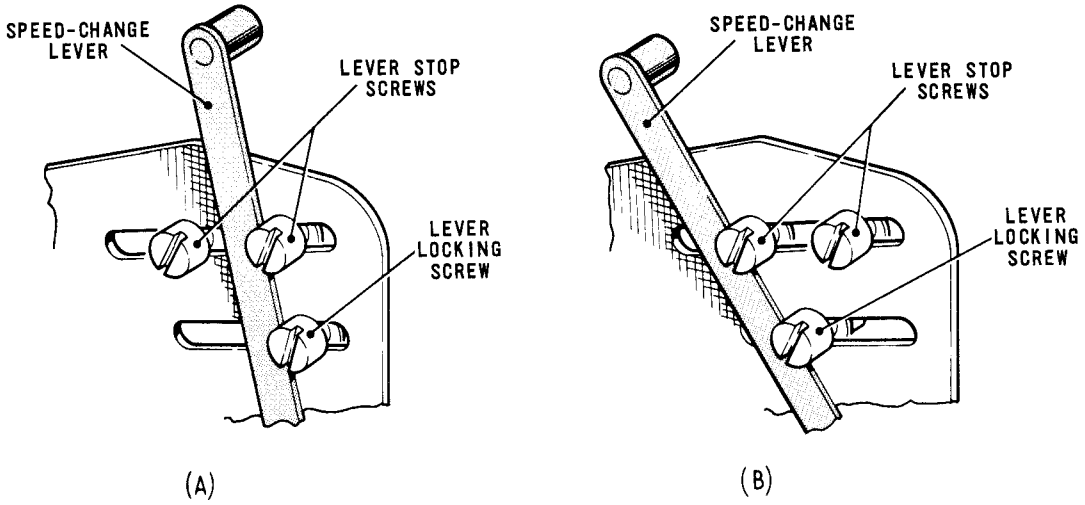

Fig. 4.68 SPEED-CHANGE LEVER POSITIONS
82.21 To adjust, move the speed-change lever, Fig.4.68, towards the front of the machine so that it is freed from its stop screws, and adjust the lever until the condition is satisfied. Secure the lever in its new position with its stop screws.
★ The anchor of the lag weight spring is on the tail of the speed-change lever, Fig.4.68. On dual-speed machines the lag weight transit timing, and thus the length of the Stop signal, should be set to suit the required speed of operation by positioning the speed-change lever against one of its two stop screws. The positions of the stop screws are set in the factory and will not normally require attention. If, however, a new lag weight spring is fitted at any time it may be necessary to reposition the stop screws by carrying out the following procedure.
(a) For 45/50 baud operation, as shown in Fig.4.68(a).
(b) For 75 baud operation, as shown in Fig.4.68(b).
84.6 If the correct number of revolutions is not obtained, move the speed-change lever, Fig.4.68, towards the front of the machine so that it is freed from its